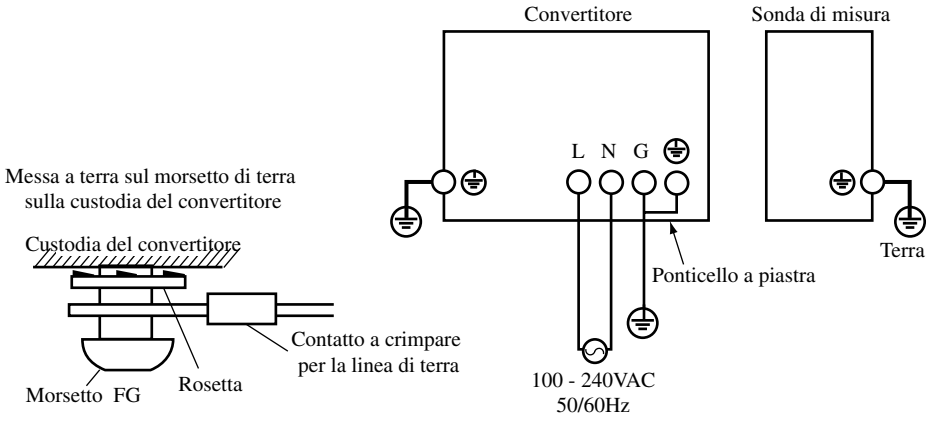

Figura 5.10 Cablaggio per alimentazione e messa a terra
(1) Applicare una resistenza di terra 100Ω o inferiore (Messa a terra JIS Classe 3).
(2) Se la temperatura ambientale nel luogo d'installazione del cablaggio della sonda di misura è compresa tra 80 e 150°C, utilizzare cavi aventi una sufficiente resistenza termica.
(3) Collegando il cavo di terra al terminale di terra sulla custodia del convertitore, accertarsi che la rosetta sia a contatto con la superficie della custodia (Vedi figura 5.10).
(4) Accertarsi che il ponticello a piastra sia collegato tra morsetto G e morsetto di messa a terra protettiva del convertitore.